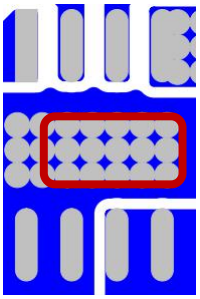

**图 3**
6.芯片下方建议用功率地 GND 铺铜，以增强芯片的散热面积和 IC 的抗干扰能力。若是双面板可将顶层和底层的 GND 用 Via 连接。如图 3。